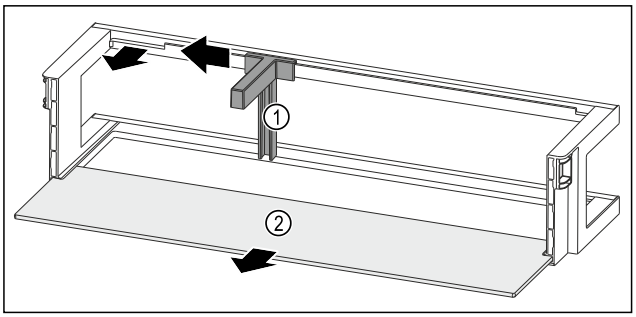

Fig. 209 Raft montat pe ușă cu suport pentru sticle și raft
▶ Împingeți în lateral suportul pentru sticle *Fig. 209 (1)* până la degajare.
▶ Extrageți suportul pentru sticle *Fig. 209 (1)*.
▶ Extrageți raftul *Fig. 209 (2)*.